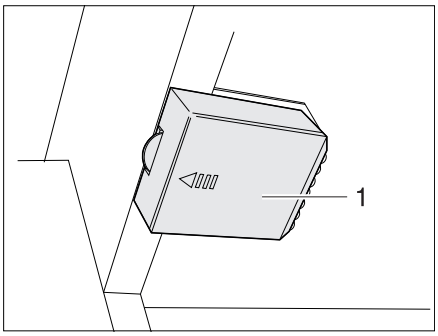

Fig. 161 Wardrobe light with LED, battery compartment closed
- Push the cover (Fig. 161,1) in the direction of the arrow.